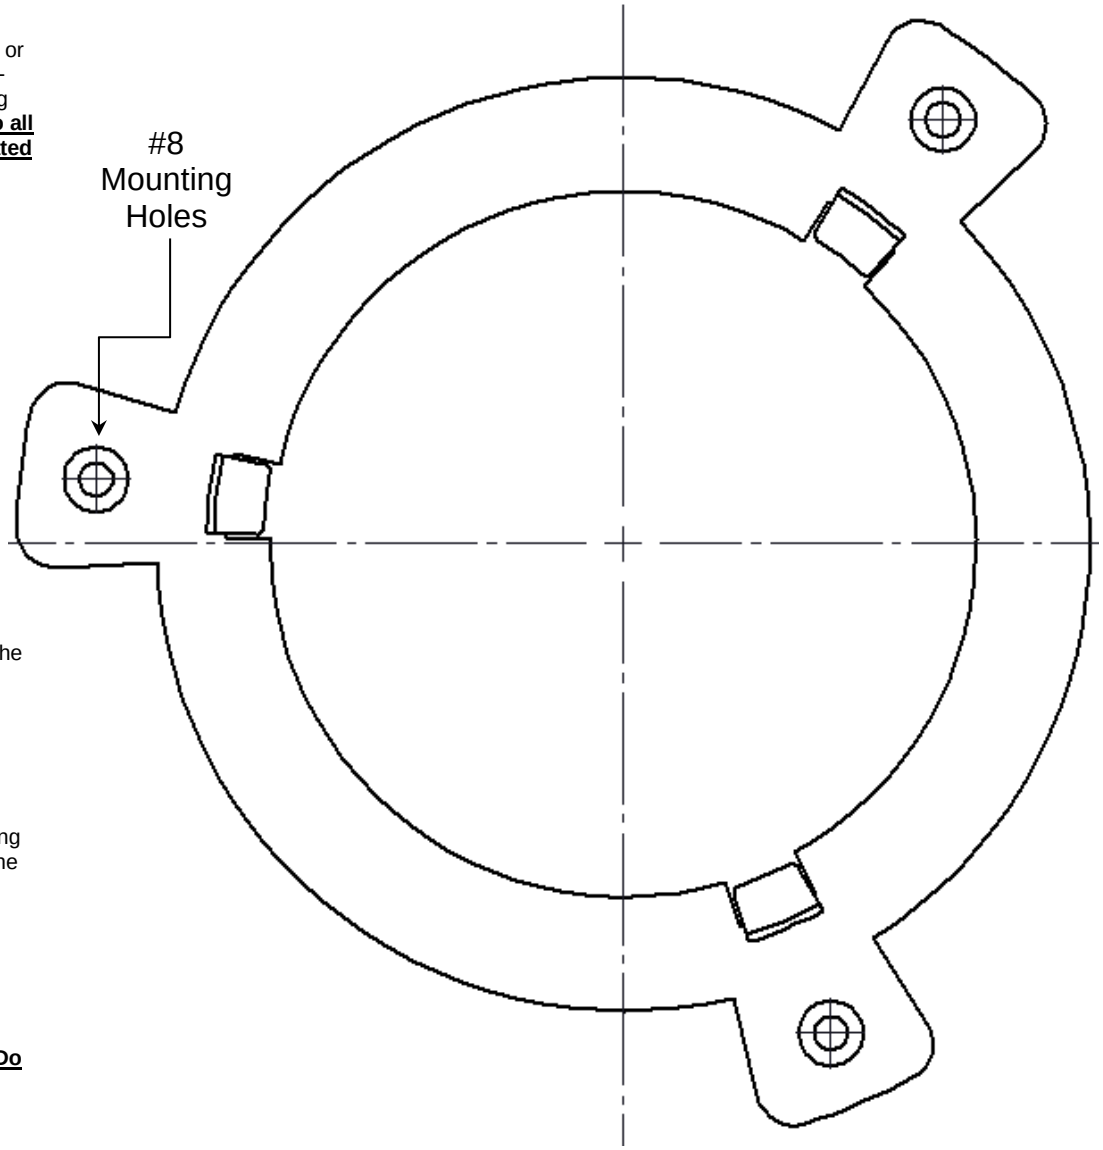

Fig. 2 TWIST MOUNT INSTALLATION TEMPLATE
- C. Attach the Twist Mount Bracket Template (Fig. 2) to the ceiling using a non-marking painters tape or similar attachment method. Mark the locations for the center of the Twist Mount Bracket and the (3 ea.) Mounting Holes.